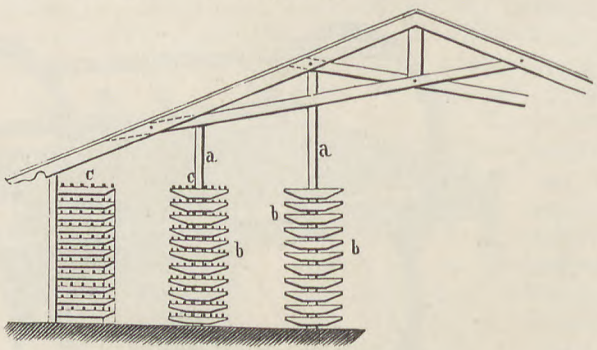

Fig. 268.
c. Das Trocknen der Röhren geschieht in der Weise, daß in Entfernungen von 1,50 m hölzerne Stiele a a aufgestellt und unten bis zu 2 m Höhe mit Knaggen b b versehen werden, über die man Latten c c nagelt, Fig. 268. Röhren von großem Durchmesser werden aufrechtstehend getrocknet.